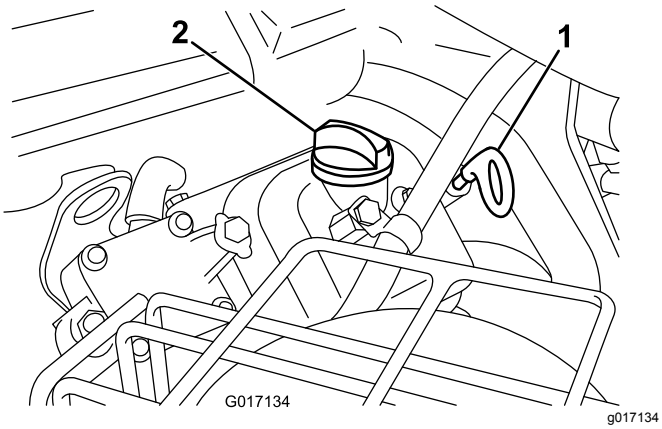

**Figur 38**
2. Dra ut oljestickan och torka av den med en ren trasa. Sätt ner oljestickan i röret och se till att den sitter fast ordentligt (Figur 38).